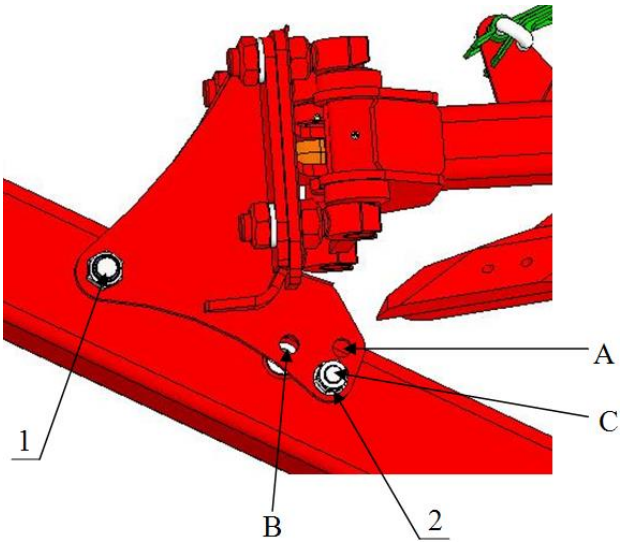

*Rysunek:14* ***Uchwyt korpusu pługa***
- odkręcić i wyjąć śrubę **2** *Rysunek 14*